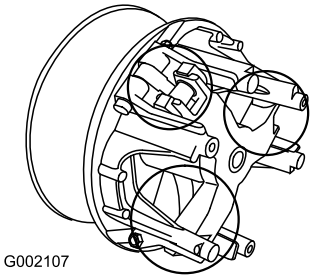

Figuur 41
5. Smeer de bewegende onderdelen in de zones die zijn omcirkeld in Figuur 41. Gebruik hiervoor een droge smeerspray van Toro, die verkrijgbaar is bij een erkende Toro-dealer of -distributeur.